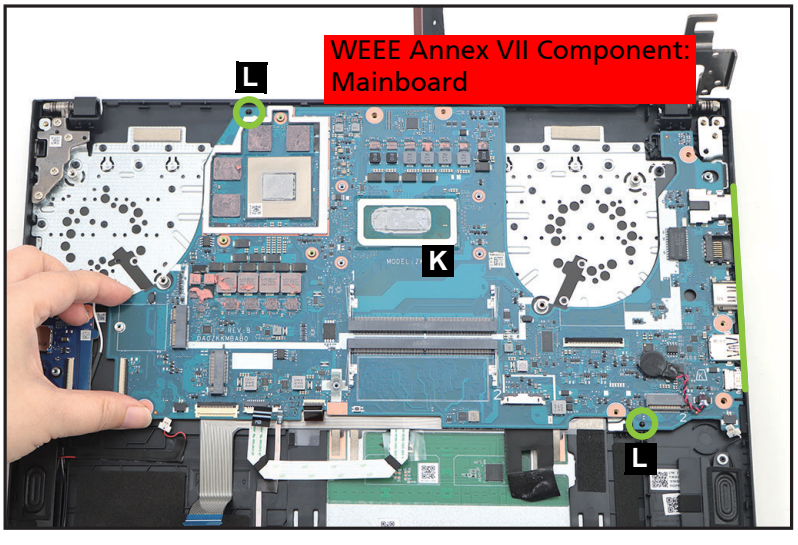

Figure 1-43. Mainboard Removal
14. Release the mainboard (K) from the I/O ports slots and guide pins (L) on the top assembly (Figure 1-43). Then remove the mainboard.